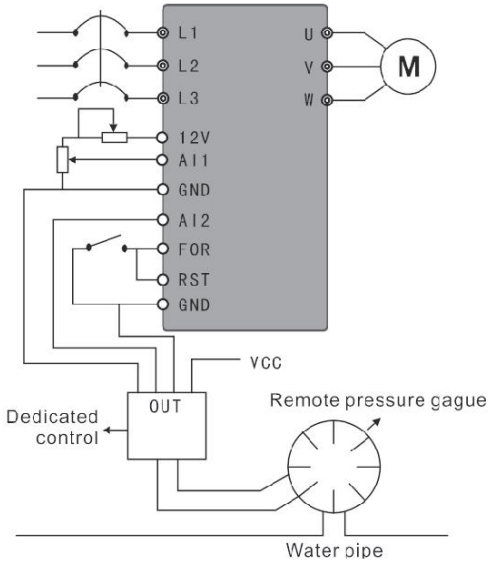

Abbildung F-6 Konstantdruck-Wasserversorgung – Fernmanometer
(2) Verwenden Sie ein Fernmanometer mit einem Messbereich von 0–10 kg. Steuern Sie den Betrieb gegebenenfalls über eine externe Klemme und stellen Sie den Zielwert mittels Potentiometer ein. Siehe Abbildung F-6.